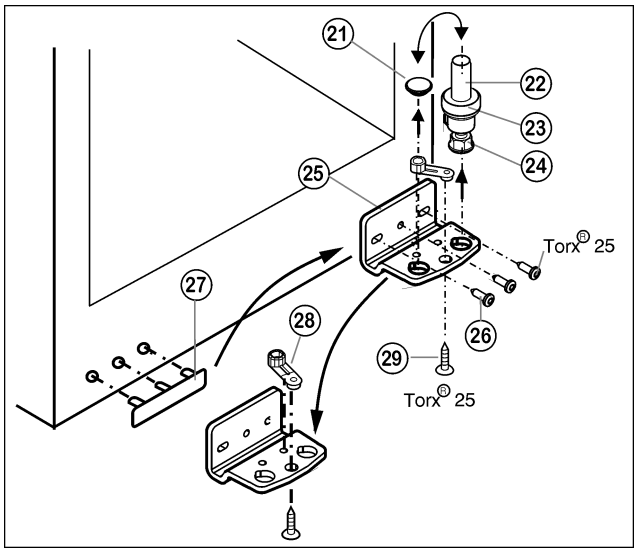

Fig. 5
▶ Retirer le pivot *Fig. 5 (22)* complètement avec le disque *Fig. 5 (23)* et le pied réglable *Fig. 5 (24)* par le haut.
▶ Enlever le bouchon *Fig. 5 (21)*.
▶ Dévisser *Fig. 5 (25)* le support d'appui *Fig. 5 (26)*.
▶ Dévisser l' *Fig. 5 (29)*élément pivotant *Fig. 5 (28)* et le permuter dans le trou opposé du support d'appui.
▶ Soulever le cache côté poignée *Fig. 5 (27)* avec précaution et le positionner sur le côté opposé.
▶ Revisser à fond le support d'appui *Fig. 5 (25)* sur le nouveau côté charnière en utilisant une visseuse sans fil si nécessaire, avec un couple de serrage de **4 Nm**.
▶ Replacer le bouchon *Fig. 5 (21)* dans l'autre trou.
▶ Replacer complètement le pivot *Fig. 5 (22)* avec le disque et le pied réglable. Faire attention à ce que les ergots d'encliquetage soient tournés vers l'arrière.